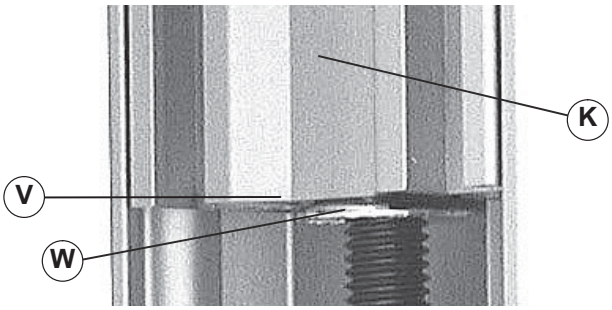

Figure 17
3. Lower stand leg (Figure 17, item K) until stand edge (V) is resting on lower nut (W) flange.